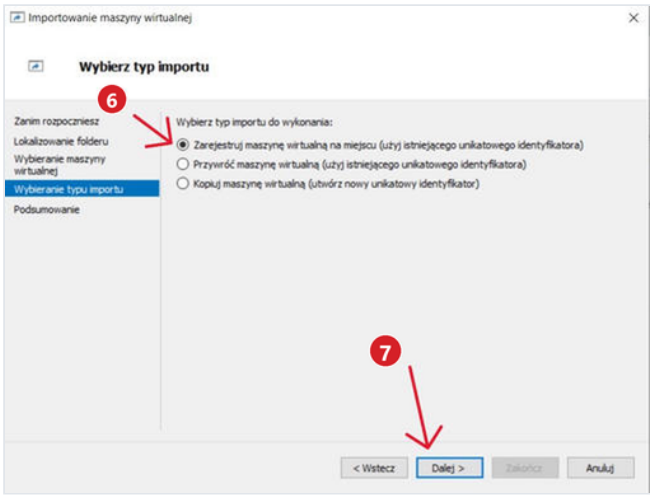

Rys. 4. Typ importu: Zarejestruj maszynę wirtualną na miejscu.
6. Wybierz **Zarejestruj maszynę wirtualną na miejscu** 6 i kliknij **Dalej** 7 (Rys. 4).